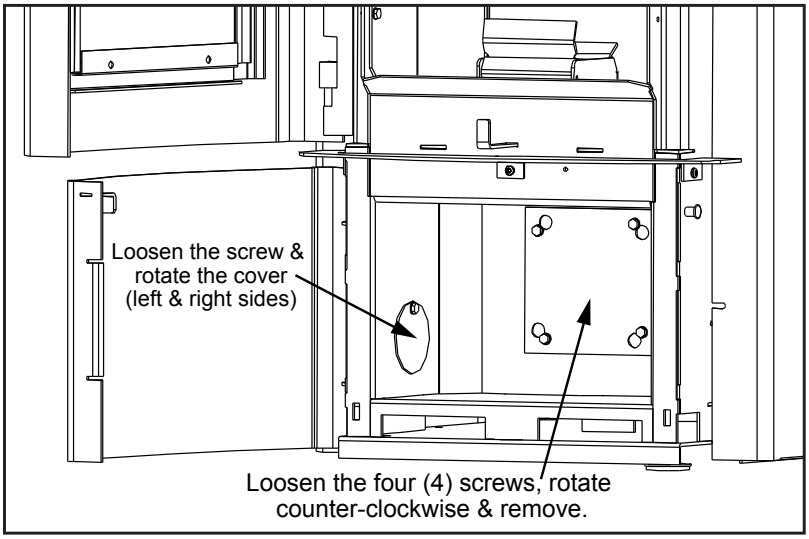

**Figure 13: Bern Clean-Out Covers.**
- Using a 5/16" socket, loosen the six (6) screws in the ash box compartment; four (4) on the back and one (1) on each side (see Figure 13).
- Vacuum out all three (3) chambers.